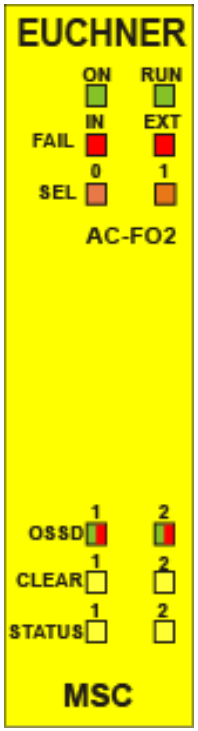

Bild 20:
8.3.8. Modul AC-FO2 *(Bild 20)*